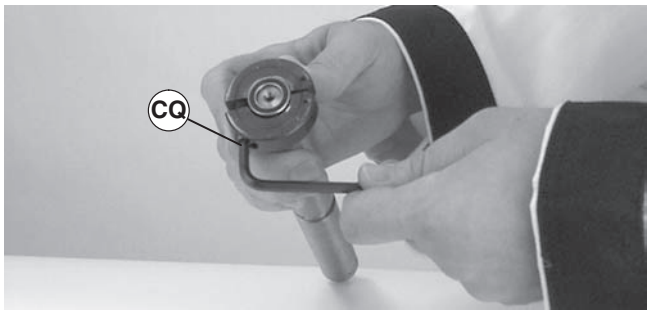

Figure 51
2. Using a 3/16¨ hex key wrench (Figure 51, item CQ), tighten bearing removal tool.